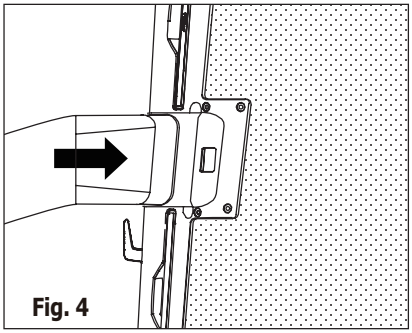

Fig. 4
2. Faites glisser l'adaptateur A dans le trou d'échange de l'appareil, comme illustré dans la Fig. 4.